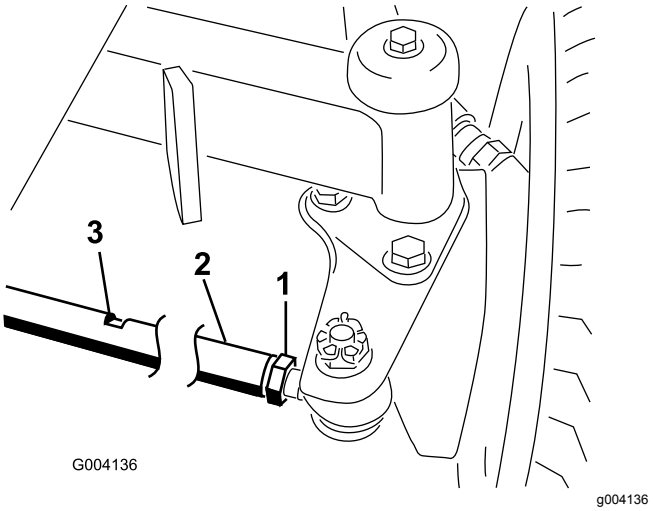

Figur 90
2. Løsne låsemutteren på begge ender av parallellstaget (Figur 90).